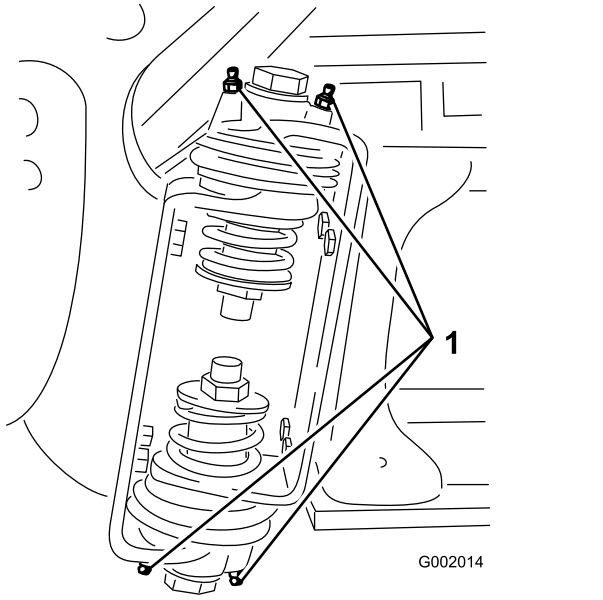

Bild 68
2. Pressen Sie Fett in die Lager oder Büchsen jedes Anschlussstückes (Bild 68).